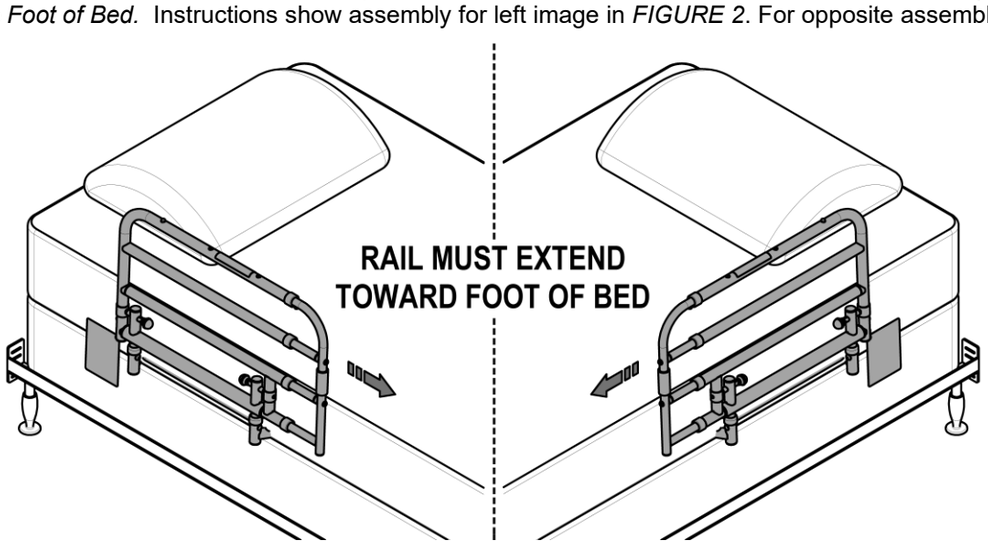

FIGURE 2
2. Determine which side of the bed the product will be installed on; the *Extendable Side* will always be closest to the *Foot of Bed.* Instructions show assembly for left image in *FIGURE 2*. For opposite assembly, reverse rail.